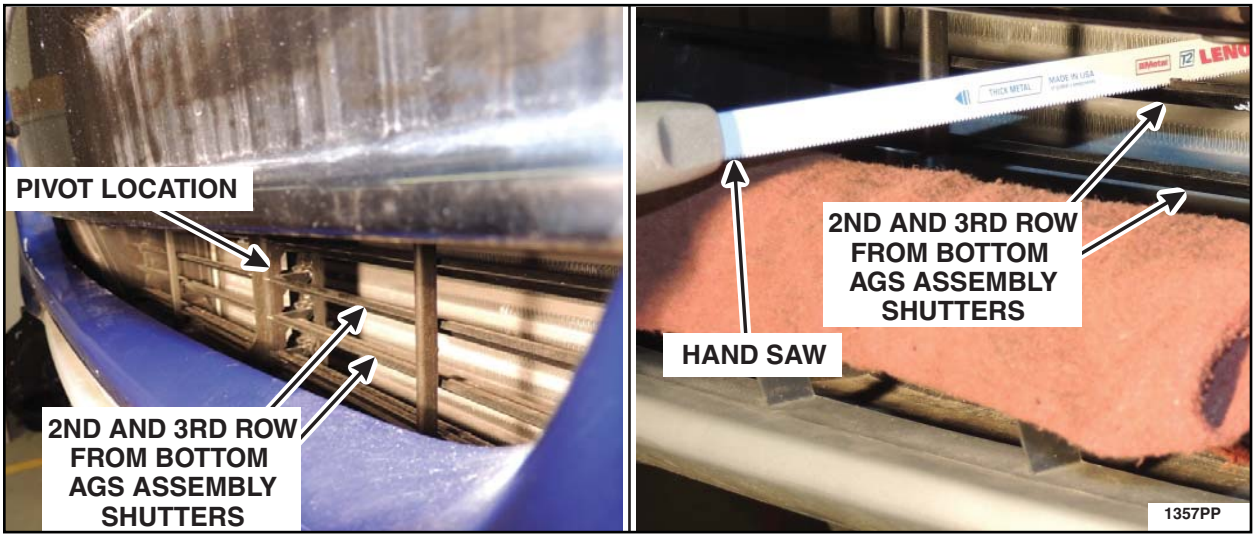

FIGURE L1
1. Locate the shutters in the 2nd and 3rd positions from the bottom of the lower AGS assembly through the lower front bumper grille opening. See Figure L1.
2. Remove the 2nd and 3rd row shutters from the lower AGS assembly through the lower front bumper grille opening. See Figures L1.